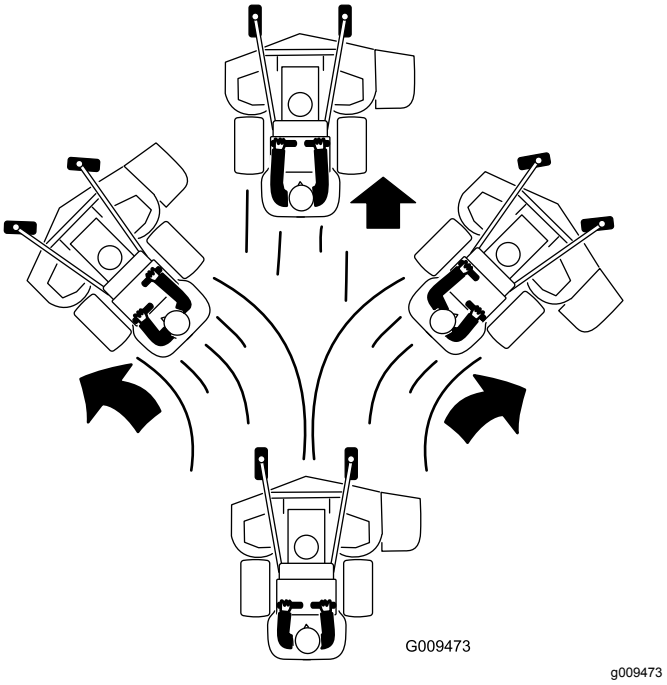

**Figur 22**
4. Skub bevægelseshåndtagene langsomt fremad (Figur 22).